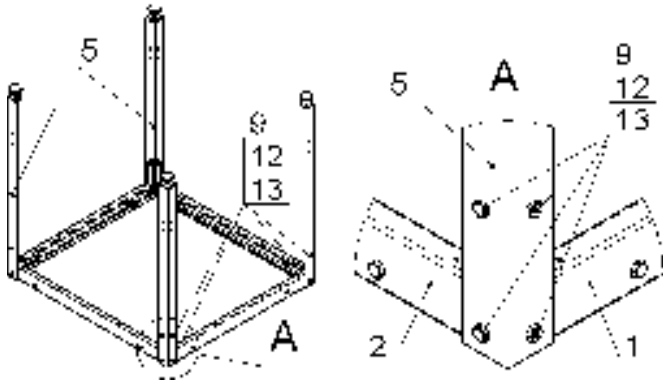

Рис.4
4.. Закрепить на профилях, поз.1 и 2 и угольниках, поз. 6 стойки (665мм), поз.5, при помощи болтов, гаек и шайб, поз.9, 12 и 13, как показано на рис.4. Гайки не затягивать.